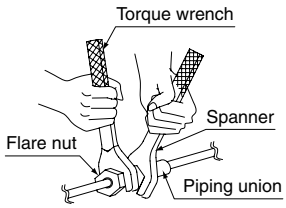

Fig. 4
(1) Connect the piping.
- When connecting or disconnecting piping to or from the unit, **be sure to use two spanners and two torque wrenches. (Refer to Fig. 4)**